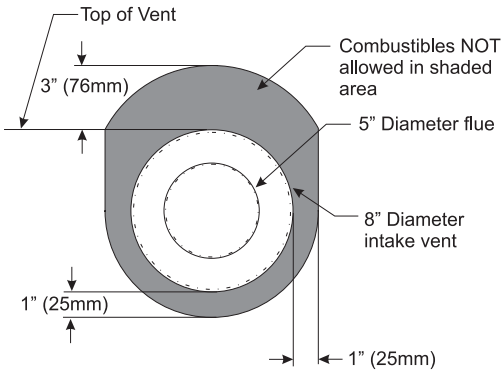

Figure 62
4. Install the Wall Firestop/Thimble assembly as required through the wall. Refer to the venting charts in the fireplace manual to determine the proper height and size of the vent opening. The minimum opening should be 10" wide by 12" high. The minimum combustible clearance from the horizontal vent is 1" from sides and bottom, and 3" above the vent pipe. **See Figure 62.**